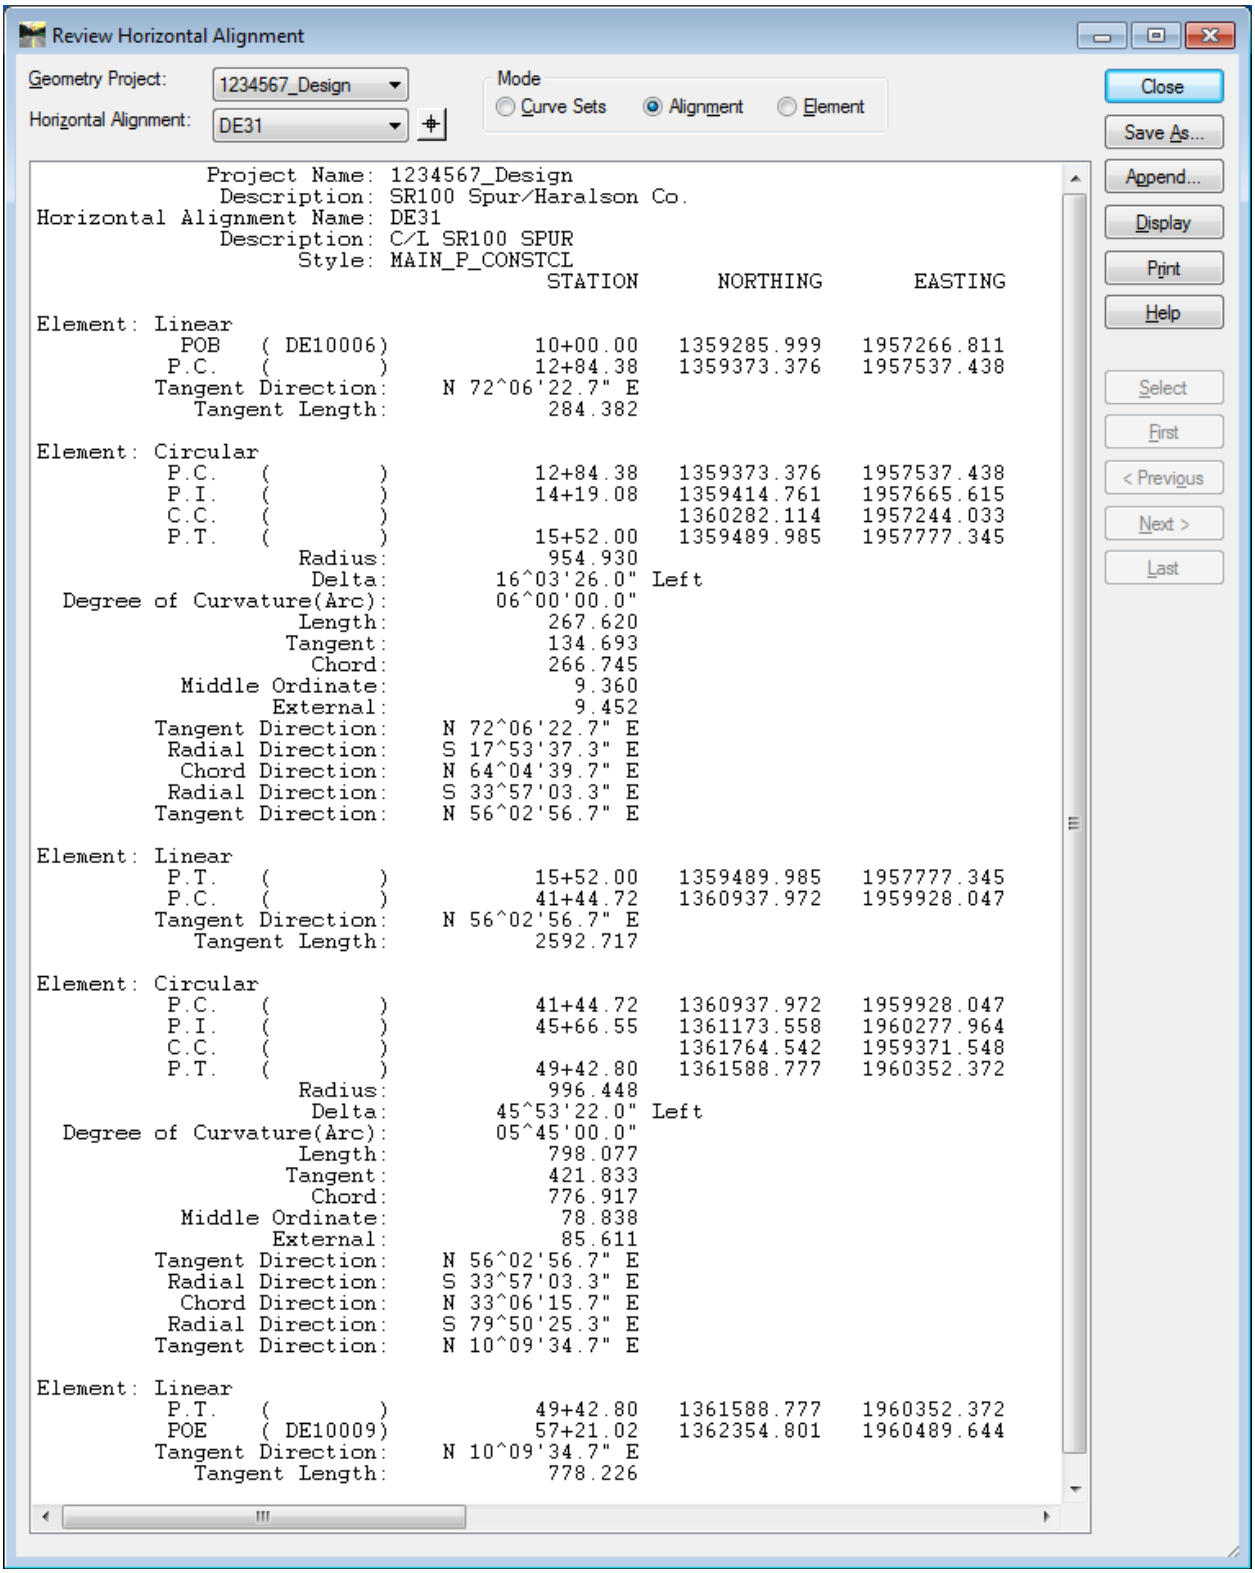

Figure L3-46 Review Horizontal Alignment
49.	**Review Alignment DE31** • In InRoads, Select **Geometry ► Review Horizontal**… • Take a moment to review *Figure L3-46*. Notice that the PC's and PT's do not have Names assigned to them. • **Close** the **Review Horizontal Alignment** dialog. *Reviews Alignment DE31*.